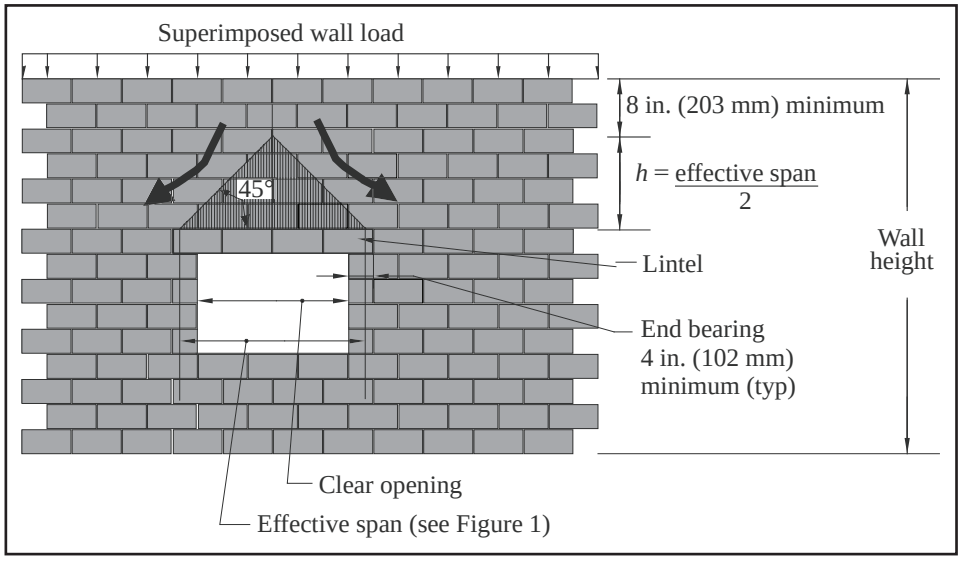

Figure 2—Arching Action
For some configurations, the masonry will distribute applied loads in such a manner that they do not act on the lintel. This is called arching action of masonry. Arching action can be assumed when the following conditions are met (see also Figure 2):
- sufficient wall height above the lintel to permit formation of a symmetrical triangle with base angles of 45° from the horizontal as shown in Figure 2,
When arching occurs, the wall weight supported by the lintel is taken as the wall weight within the triangular area below the apex (see Figure 2 and Table 2). This triangular load has a base equal to the effective span length of the lintel and a height of half the effective span. Any superimposed roof and floor live and dead loads outside this triangle are neglected, since they are assumed to be distributed to the masonry on either side of the lintel. Loads applied within the triangle need to be considered, however.